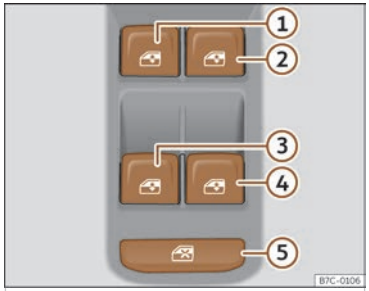

Fig. 88 Detail of the driver's door: window controls.
The safety control ››› **Fig. 88** ⑤ on the driver's door can be used to disable the power window buttons on the rear doors.